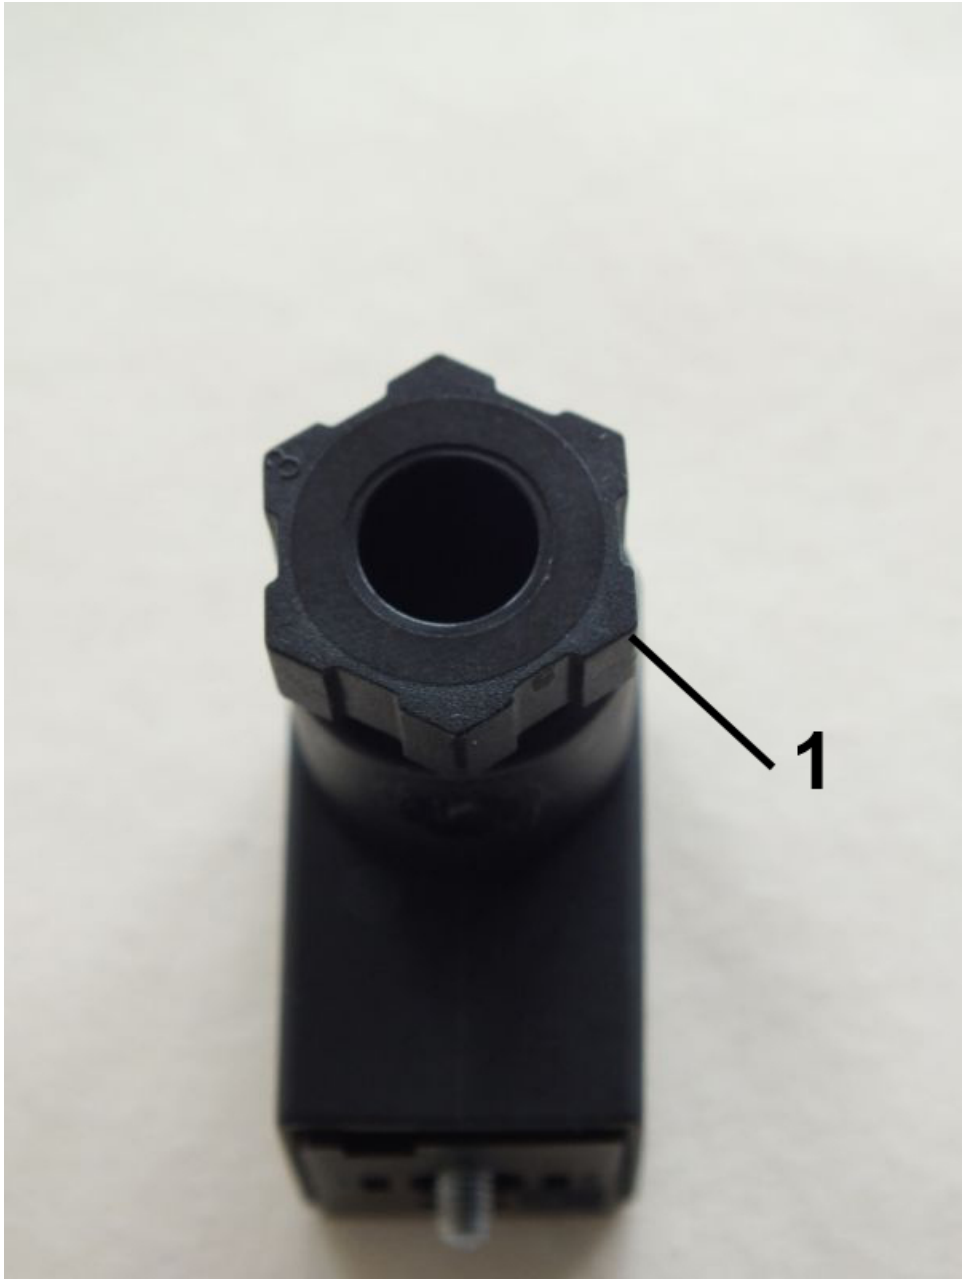

Fig. 25: Remove the screw connection
4. Remove the screw connection (*Fig. 25*/1) by turning to the left.
8. Re-tighten the screw connection (*Fig. 25*/1) by turning it to the right until tight.